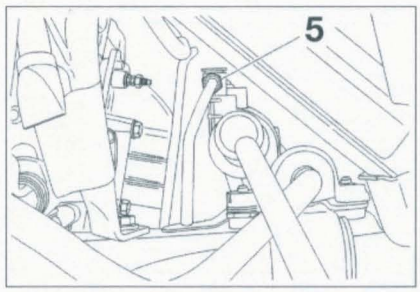

Figure 5-10
• Déposer l'écrou (3) de rotule de direction et la désaccoupler.
• Déposer les colliers (4) du soufflet concerné puis le dégager.
• Désaccoupler le raccord (5) afin de faciliter la mise en place de l'outil (6) référencé 0721.B (référence Citroën) **(figure 5-10)**.